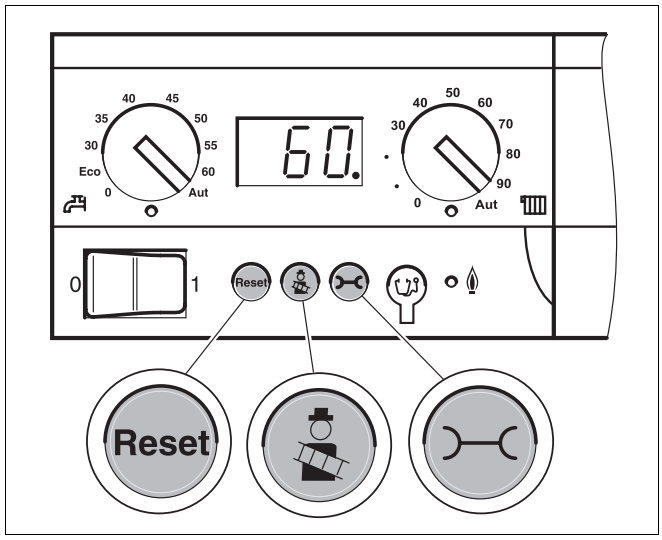

Rys. 47 Sterownik bazowy Logamatic BC10
- Za pomocą przycisku "Test spalin" (rys. 47, wyższe wartości) lub przycisku "Reset" (rys. 47, niższe wartości) można ustawić obroty dmuchawy – a co za tym idzie, również statyczne ciśnienie dmuchawy – krokowo, w zakresie od - 9 do + 9.